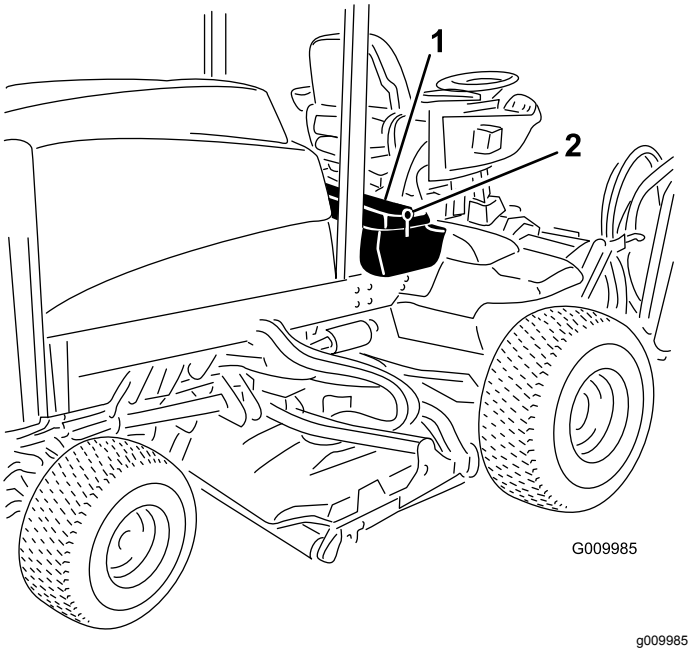
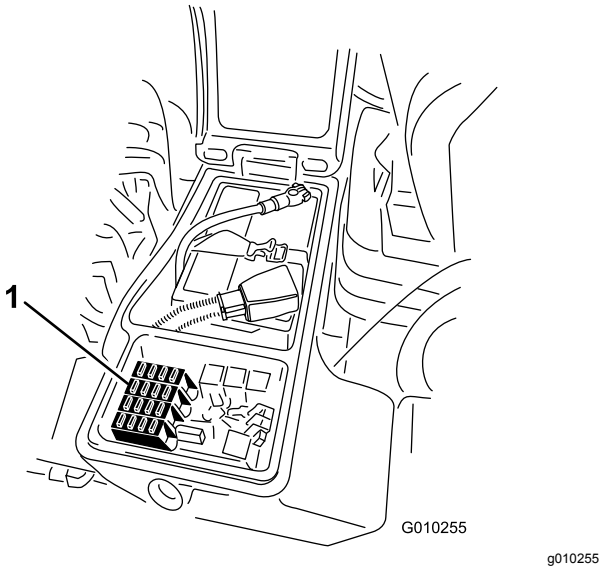

Figur 78
Figur 79
1. Løsne deksellåsen på høyre oppbevaringsboks, og løft dekselet (Figur 78) for å avdekke sikringsblokken (Figur 79).
2. Skift åpne sikringer etter behov (Figur 79).
3. Lukk dekselet på høyre oppbevaringsboks, og fest dekselet med låsen (Figur 78).